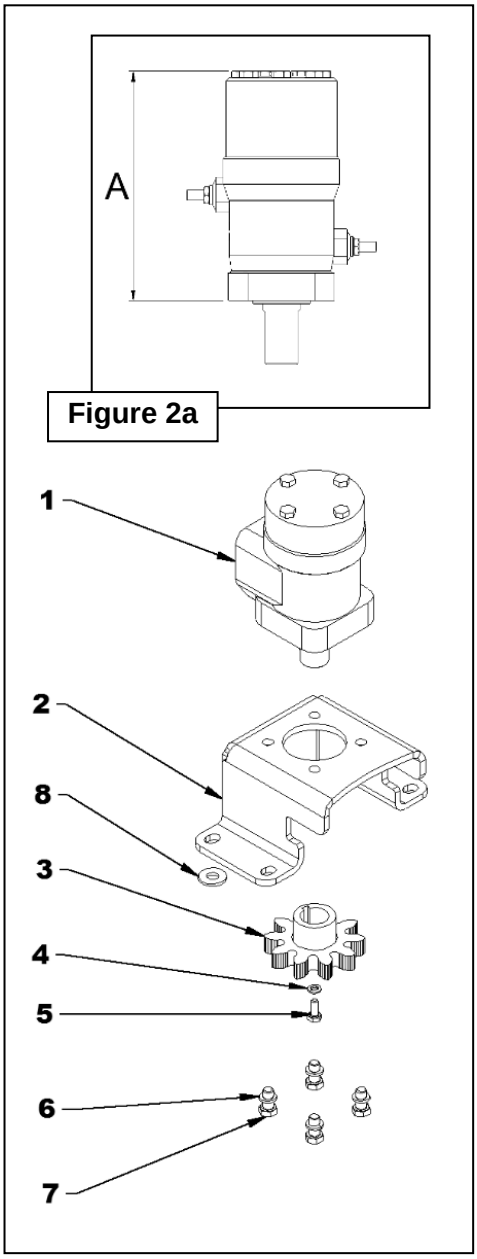

Figure 2a
3. **Figure 2a** : At this stage check the height (A) of the rotation motor as shown. If the dimension of (A) is more than 6" go to step 6. If the dimension of (A) is approximately 5.3", you must change the engine to a more powerful engine. The engine to be used is a 250cc engine #3910103.
4. **Figure 2a** : Remove the gear and its 1/4" hardware (items 3-4-5). Disassemble the engine and the gear shield by removing the 3/8" bolts and flat washers (items 6-7).
5. **Figure 2a** : Install the new motor on the gear shield (item 2).
7. **Figure 2a** : Check the alignment of the height between the chute gear and the motor gear. If necessary, use 3/8" flat washers (item 8) to adjust the alignment.